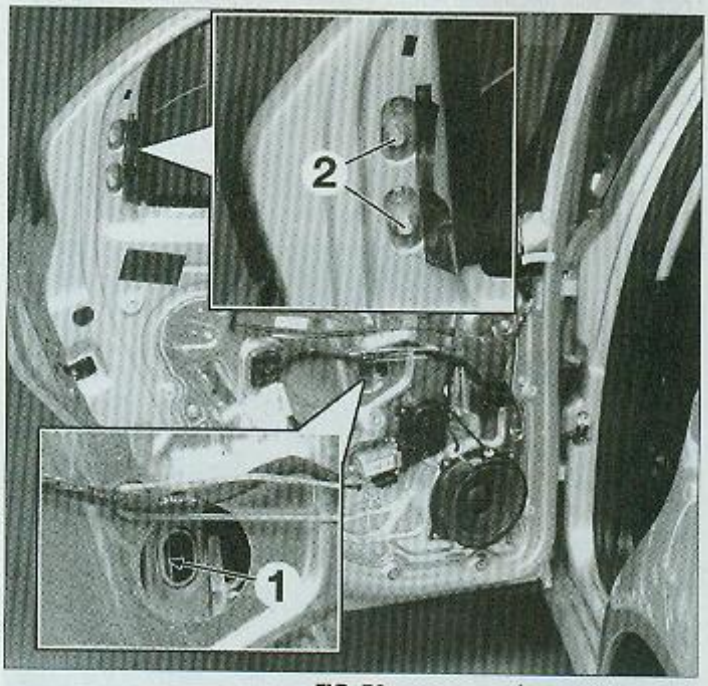
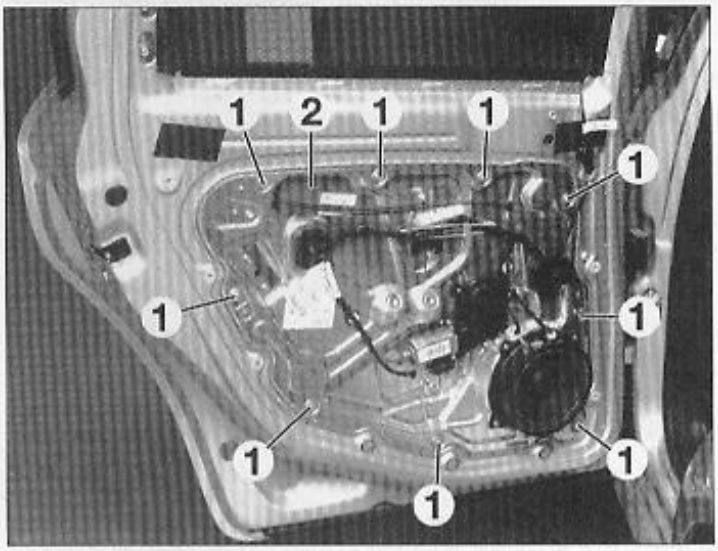

FIG. 50
FIG. 51
• Déposer le cache bouchant l'accès à la fixation de la vitre (1) **(Fig.50)**.
• Déposer le cache bouchant l'accès à la fixation de la vitre (1) (Fig.50).
• **Avec lève-vitre mécanique,** reposer provisoirement la poignée de lève-vitre et amener la vitre en position de manière à ce que les fixations (1) de la vitre soit accessible.
• **Avec lève-vitre électrique,** rebrancher provisoirement la commande de lève-vitre et amener la vitre en position de manière à ce que les fixations (1) de la vitre soit accessible.
• Décrocher la fixation (1) de la vitre.
• Déposer les vis de fixation (1) du support interne (2) (Fig.51).